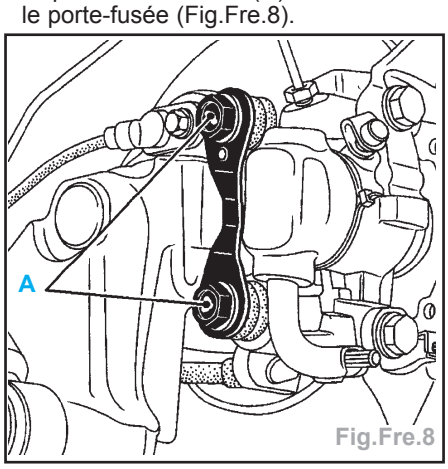

Fig.Fre.8
- Déposer les deux vis (A) de fixation sur le porte-fusée (Fig.Fre.8).